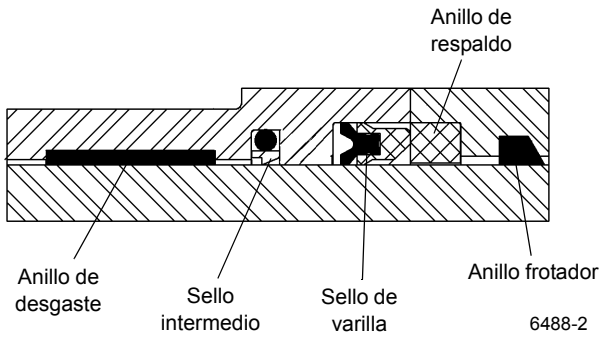

FIGURA 2-31
3. Instale los anillos de desgaste en la cabeza (Figura 2-31).
4. Instale el sello intermedio, el sello de varilla y anillo de respaldo dentro de la cabeza, asegurándose que los sellos estén debidamente armados y colocados en el sentido correcto (Figura 2-31).